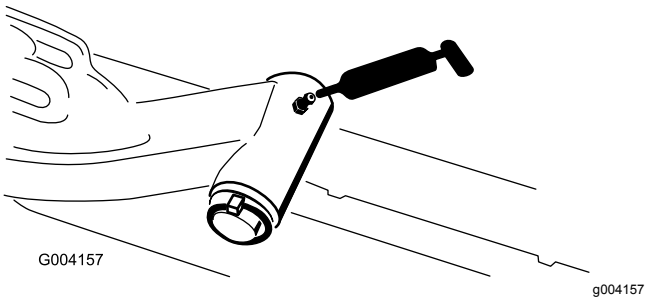

Figuur 78
- Draaias van hefarm (1) (Figuur 78)